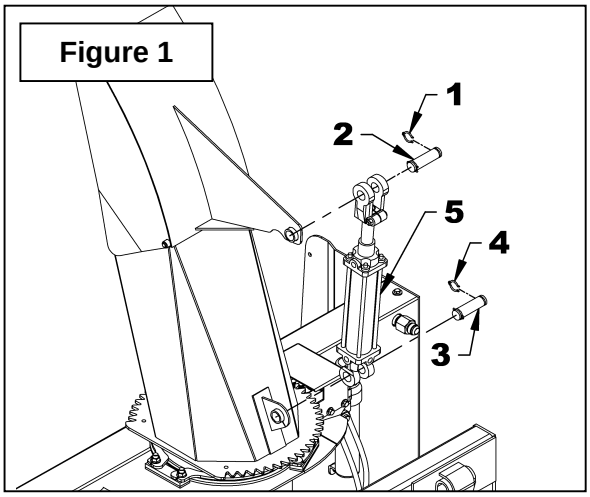
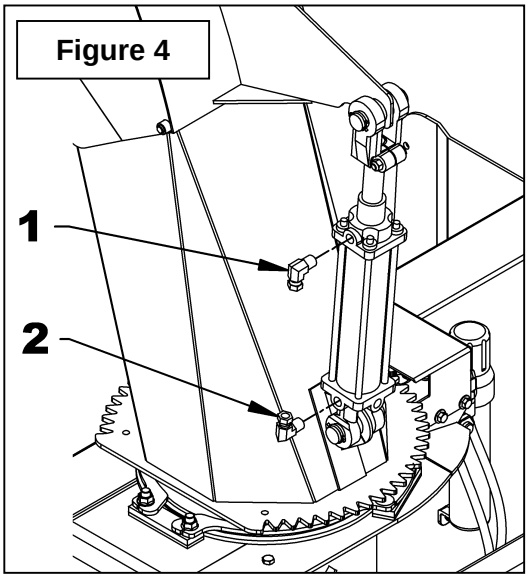

Figure 1
Figure 4
2. **Figure 1:** Retirer un des anneaux de retenue (items 1-4) de chaque goupille du cylindre (items 2-3) et retirer les goupilles. Placer les sorties hydrauliques dans la position illustrée à la figure 4 et attacher la base du cylindre (item 5) à la base de la chute et la section coulissante au déflecteur avec les goupilles et les anneaux de retenue (items 1-2-3-4).
5. **Figure 4:** Installer les coudes 90° 3/8 NPT M. X 1/4 NPT PIV. F. (items 1-2) dans les ports du cylindre en positionnant les coudes dans la direction illustrée. Ajouter du scellant à filets sur la partie mâle des coudes.